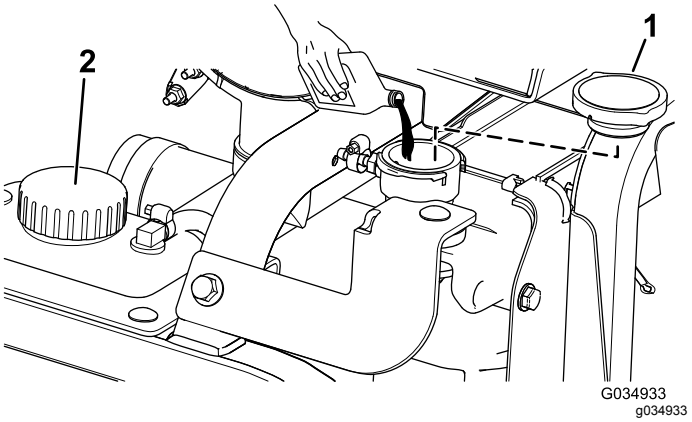

**Figur 125**
5. Fyll på kylaren med kylvätska tills kylvätskenivån är i jämnhöjd med påfyllningsöppningens kant (Figur 125).